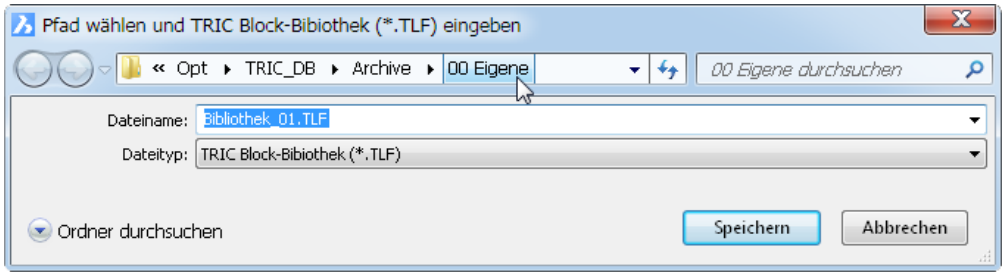

Bild 27.16 – Bibliotheksarchiv speichern
- Die Archive sind im Stammverzeichnis C:\OPT\TRIC_DB\ARCHIVE untergebracht. Legen Sie hier zunächst ein Verzeichnis für Ihre persönlichen Archive an, etwa \00 EIGENE. Durch die führenden Nullen erscheint es stets ganz oben in der Liste (Abb. 27.16).